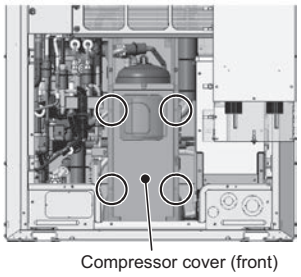

Figure 2
(2) Remove the front compressor cover by unscrewing the four screws. (See Figure 2.)